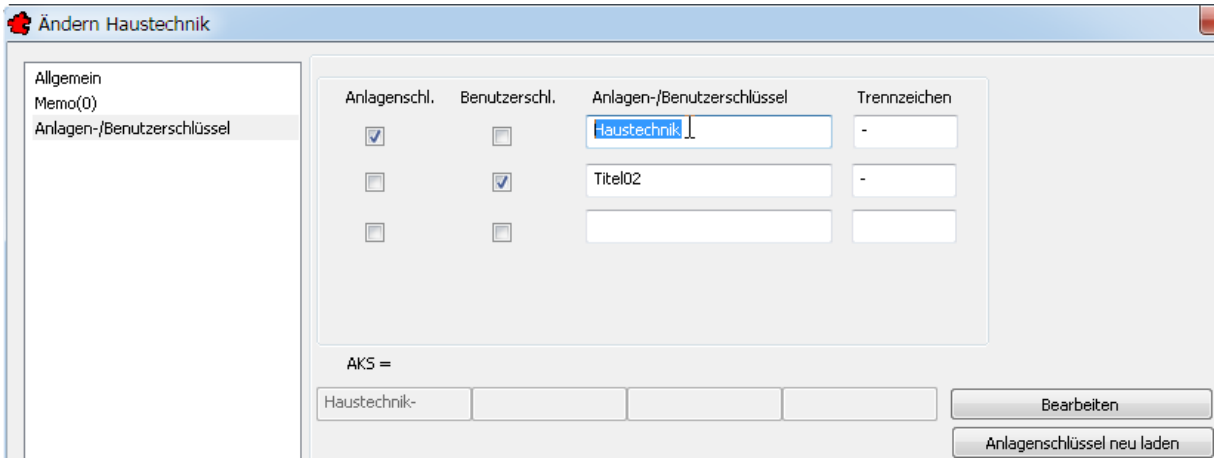

Bild 18.30 – Ändern des Anlagenschlüssels im neuen Titel
- Ändern Sie dort den *Anlagenschlüssel* **MSR** in **Haustechnik** (Abb. 18.30). Der Benutzerschlüssel wurde ja bereits beim Kopieren geändert und ist hier bereits korrekt eingetragen. Bestätigen Sie.